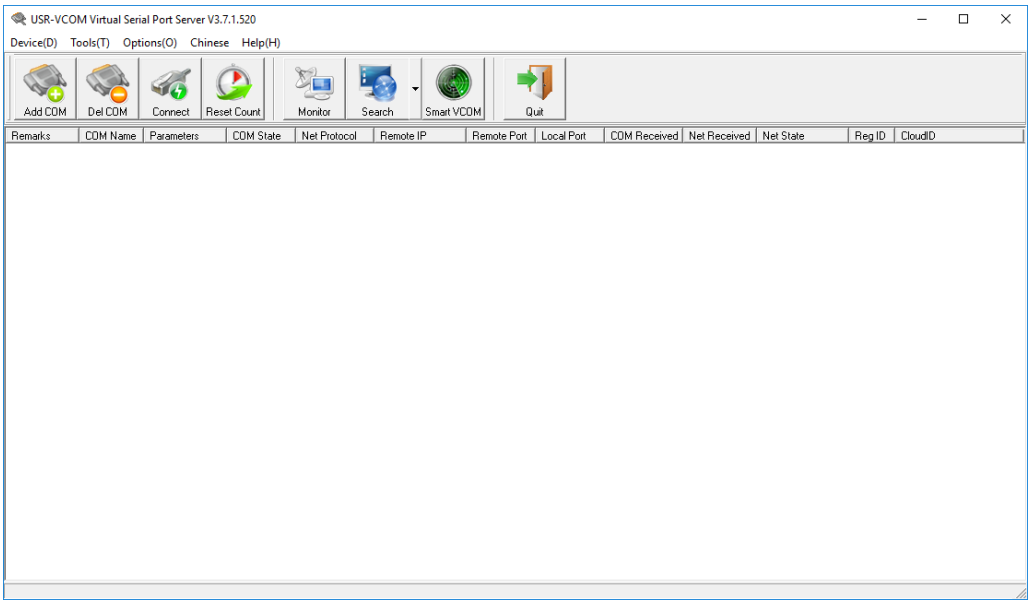

Рисунок 5.4.
6. Запустить утилиту USR-VCOM. На экране отобразится окно, приведенное на рис.5.4.